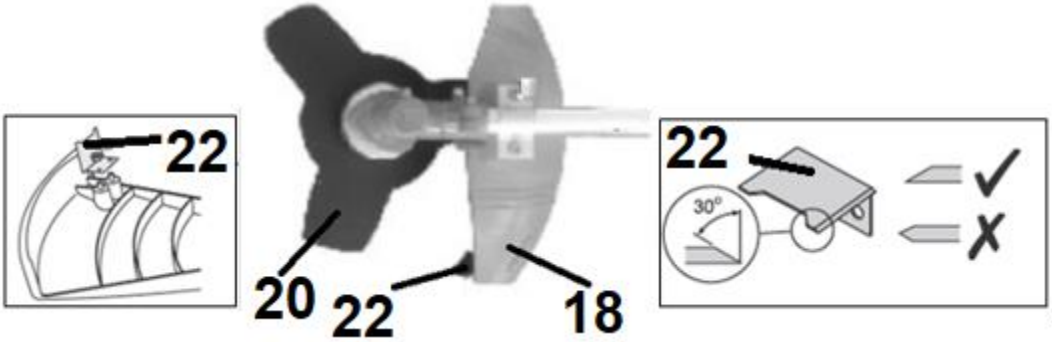

Rys. 29
1. Zdemontuj nożyk (Rys. 29, poz. 22) z osłony bezpieczeństwa (Rys. 29, poz. 18)